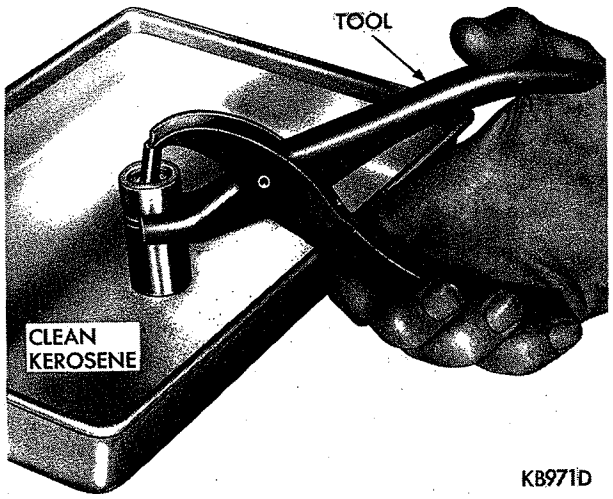

*Fig. 22—Testing Tappet Using Tool C-3160*
(1) Fill a pan with clean kerosene.
(2) Remove cap from plunger and plunger from tappet body.
(3) Fill tappet body with kerosene and install plunger.
(4) Unseat check valve with a brass rod to permit complete installation of plunger. Replace cap.
(5) Hold tappet in an upright position and insert lower jaw of pliers, Tool C-3160, in the groove of tappet body (Fig. 22).
(6) Engage jaw of pliers with top of tappet plunger. Test leakdown by compressing the pliers. If plunger collapses almost instantly as pressure is applied, disassemble tappet, clean and test again (Fig. 22).
(7) If tappet still does not operate satisfactorily after cleaning, install a new tappet assembly.